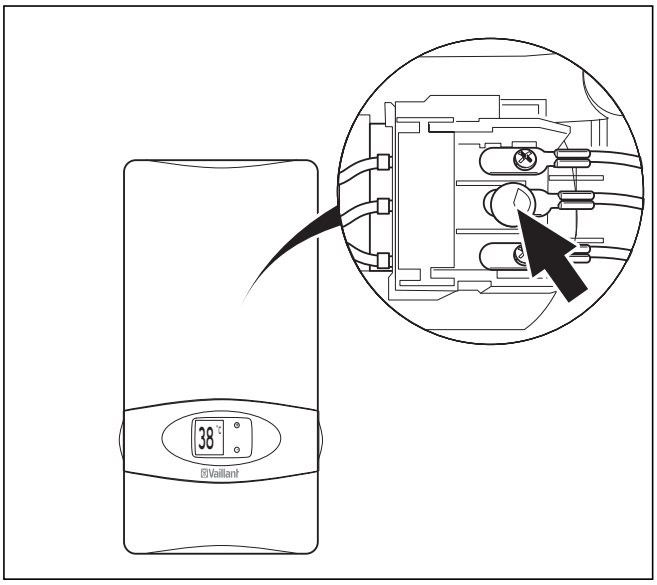

Рис. 6.1 Прехохранительный выключатель
- Нажмите предохранительный выключатель при открытой арматуре (см. стрелку на рис. 6.1).